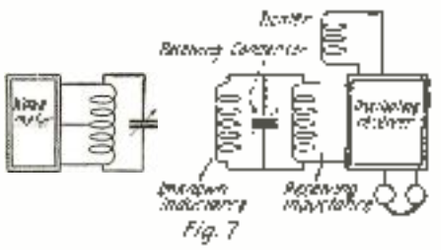

Fig. 7
Bring the receiver and wavemeter to resonance. Denote the receiving condenser capacity by C and the wave-length used by λ. Now shunt the unknown inductance across the receiving condenser (See Fig. 7) and readjust the latter until the receiver is again in resonance with the wavemeter. The wavemeter is of course left as it was first adjusted. Call the second reading of the condenser C_1. The inductance of the coil will then be given by equation (4) above. The value obtained is not corrected for the C1 capacity nor the distributed capacity of the unknown inductance itself. To get the once inductance requires more measurements. Get the following as described above: C, C_1, C_2 (eq. 2) and λ. We also must take one more reading with the wavemeter. After C and C_1 have been determined as above, leave the unknown inductance connected to the receiver, but reduce the capacity of the condenser until the receiver is in resonance with the second harmonic of the wavemeter. Call the capacity of the receiving condenser in this adjustment C_2. The pure inductance of the coil is then given by: